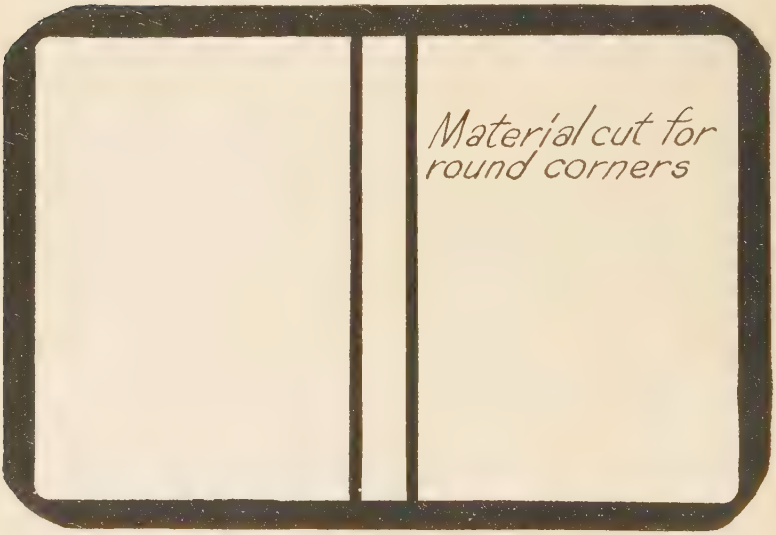

Fig. 89—Boards and Covering Material Cut for Round-cornered Cover
8. Cut your round corner material like Fig. 89, Page 204.